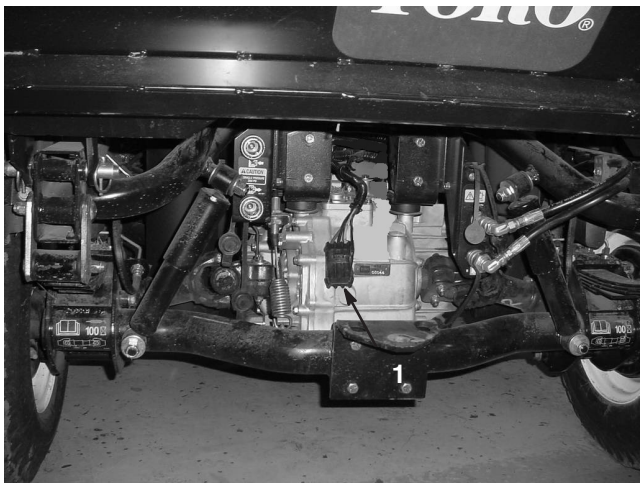

Figure 6
6. Route the harness to the rear of the machine as shown in figure 6.